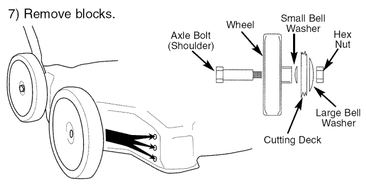

Figure 10
1) To assemble the wheels, see figure 10 below.
Adjustments may be made by removing and moving the axle bolts to the desired position. The cutting height will be raised as axle bolts are moved to a lower hole and lowered as the axle bolts are moved to a higher hole in the deck. All the axle bolts must be mounted in the same relative position. Refer to figure 10 (Section 9f - Attaching the Wheels).